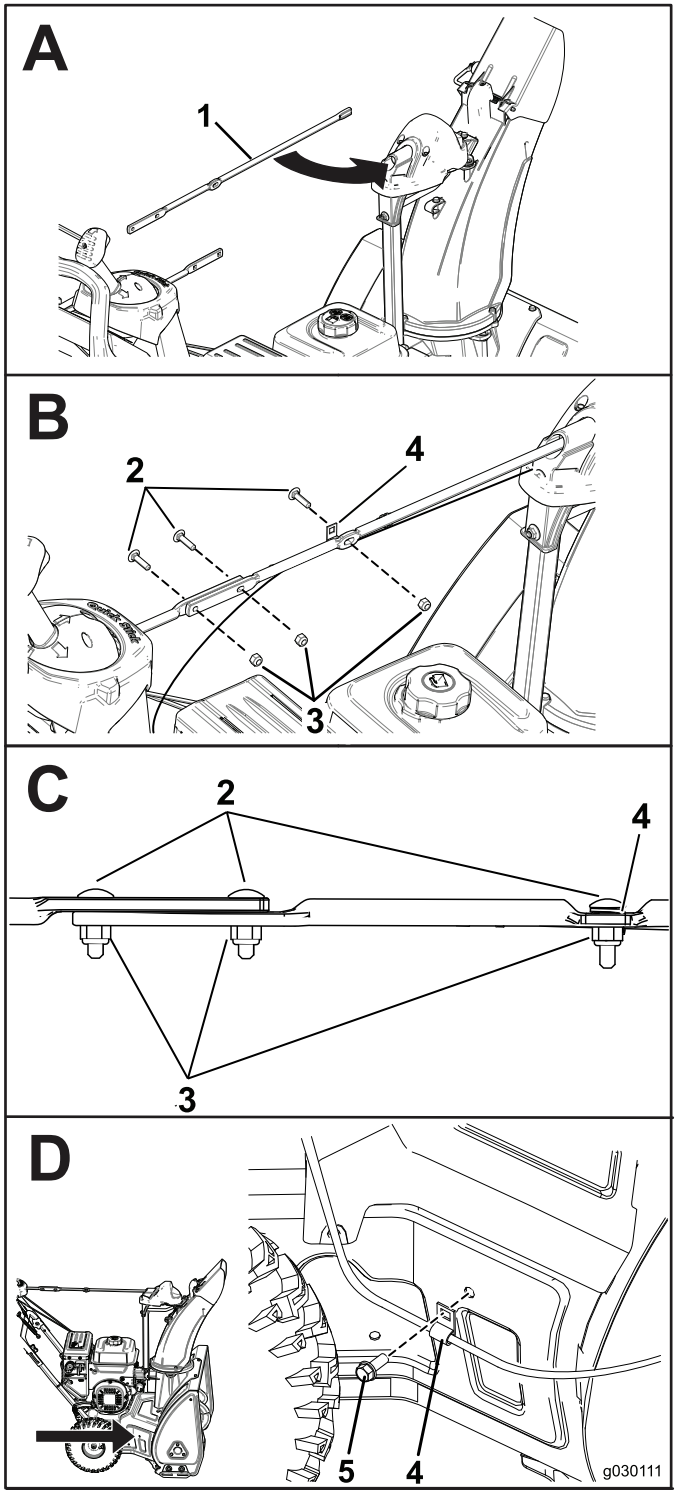

Bild 6
2. Montieren Sie die Auswurfkanalstange und befestigen Sie die Kabel (Bild 6).